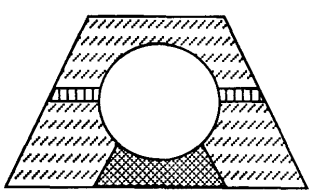

Рис.2
2. Усиление армированием грунтовой обоймы с созданием "упоров" в местах, препятствующих возможной деформации контуров сооружения из гофрированного металла (рис.2);